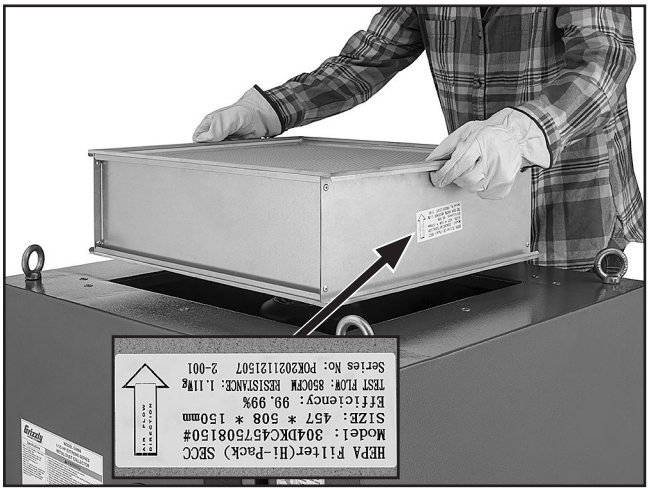

Figure 35. Removing HEPA filter.
3. Lift filter cage off machine, then remove HEPA filter (see **Figure 35**).
Note: *Ensure HEPA filter air flow directional arrow points away from machine, as shown in* ***Figure 35****.*